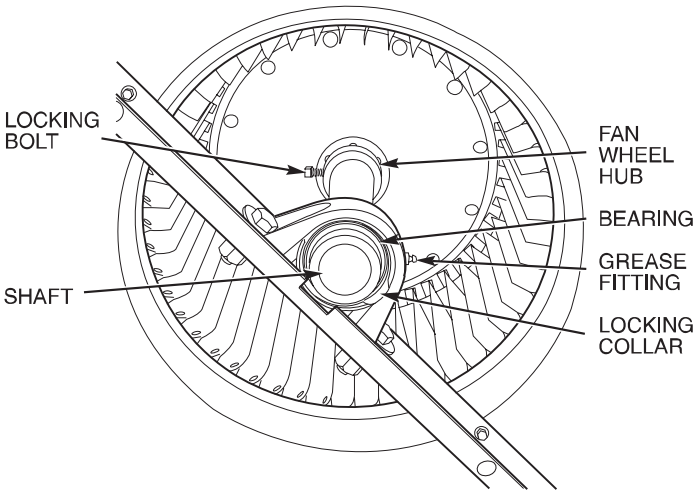

**Fig. 15 — Fan Shaft, Bearings, and Fan Wheel (Typical)**
**Fan Shaft Bearings** Bearings on 6 to 10 ton units are sealed, permanently lubricated bearings that require no further lubrication. 12 to 20 ton units have pillow-block bearings (Fig. 15) that must be lubricated with suitable bearing grease approximately every 3 months. See Table 3 for suitable lubricants.
**Individual Fan Wheel Adjustment** Loosen the 2 locking bolts holding fan wheel hub to shaft. See Fig. 15. Position fan wheel in center of the fan housing and tighten locking bolts. Clearance between wheel and housing should be the same on both sides.